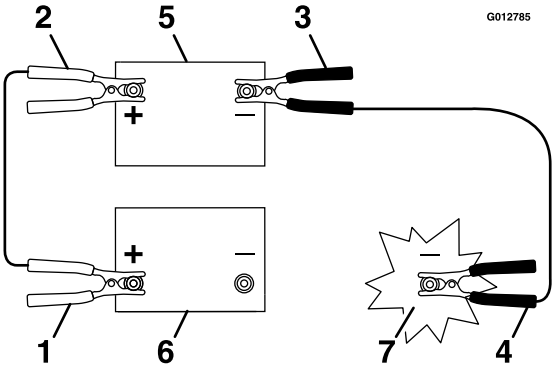

Figur 56
3. Tilslut pluskablet (+) til pluspolen (+) på det afladede batteri, der er forbundet med startmotoren eller magnetventilen som vist i Figur 56.